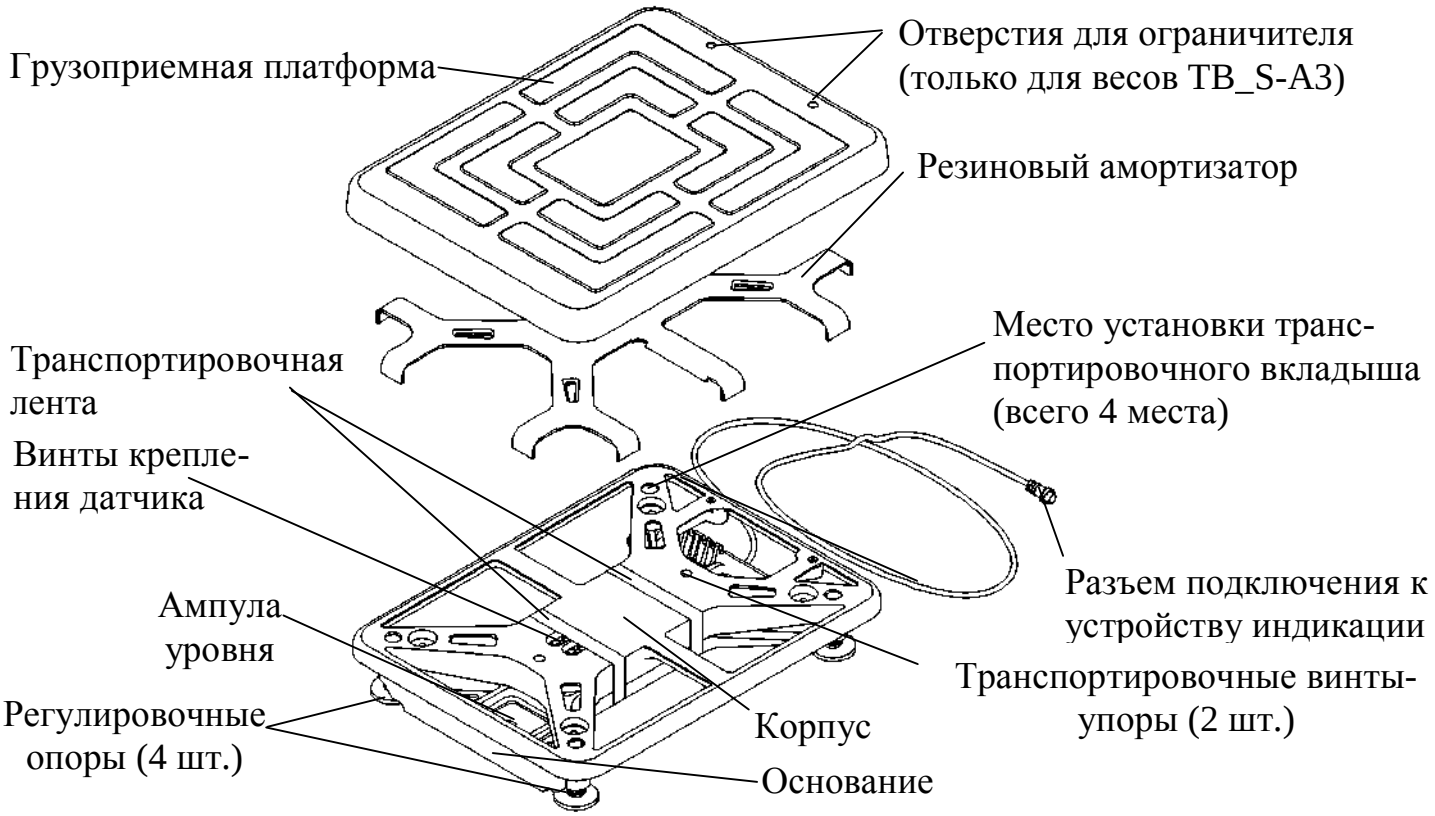

Рис. 5.2 - Весовая платформа ТВ-S_
6.1.4 В весовой платформе ТВ-S_ (Рис. 5.2) срезать и удалить транспортировочную ленту и вывернуть два транспортировочных винта-упора, вращая их только против часовой стрелки.